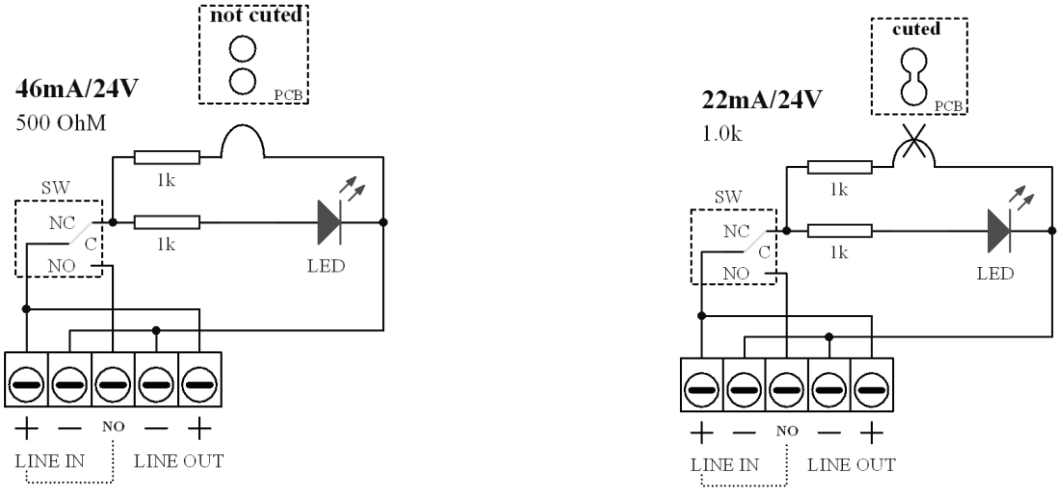

Fig.1
- Collegare i cavi elettrici in base allo schema (fig.1)